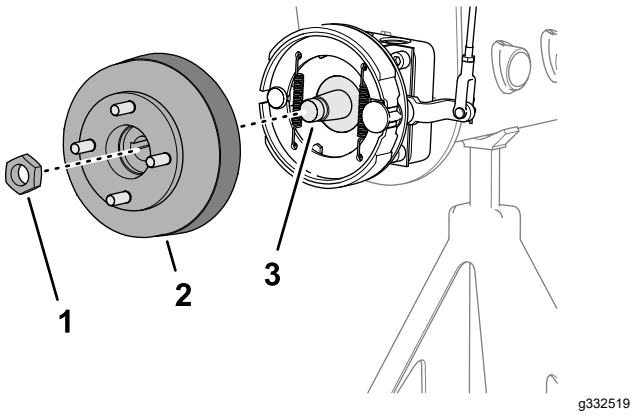
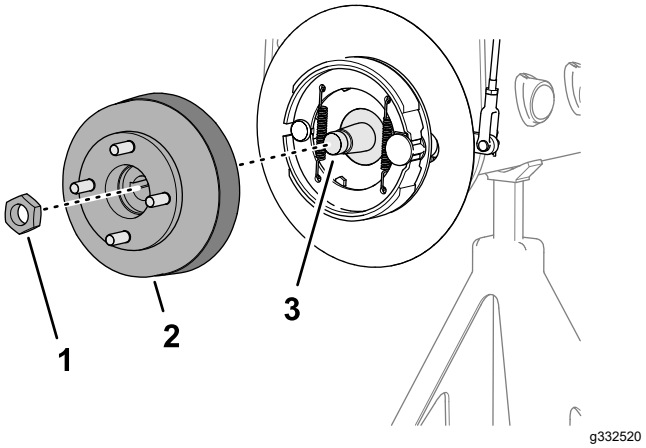

Figuur 70
Figuur 71
3. Monteer de wielnaaf en de remtrommel op de wielmotoras (Figuur 70 of Figuur 71).
4. Bevestig de wielnaaf aan de as met de borgmoer (Figuur 70 of Figuur 71) en draai met de hand aan.